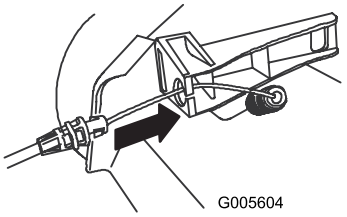

Figur 6
4. Sæt kablet på plads i kabelforankringen på det venstre håndtagsbeslag (Figur 6).